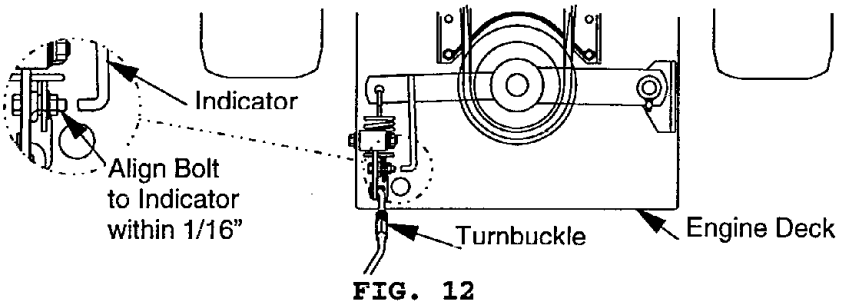

FIG. 12
c) Look through the round hole in the left rear corner of the engine deck to inspect blade clutching belt tension. Bolt on blade engagement linkage bellcrank and indicator arm should align within 1/16" (See fig. 12). Refer to section 5.2.2 for adjustment.
b) With blade drive engaged, adjust the linkage length by loosening the locknut on the turnbuckle and adjusting the turnbuckle so that the bolt on the bellcrank and the indicator arm align with each other within 1/16" . See Figure 12. Tighten locknut against turnbuckle.